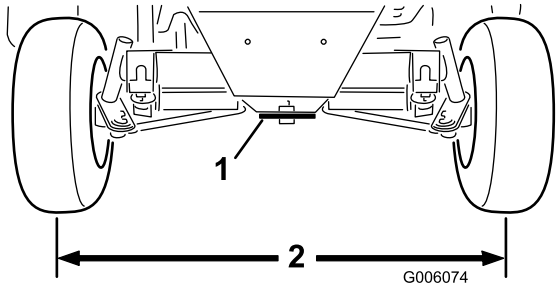

Figur 58
2. Lossa kontramuttern på bägge dragstängerna. Justera bägge dragstängerna tills avståndet från mitt till mitt framtill och baktill på bakhjulen är detsamma (Figur 58).